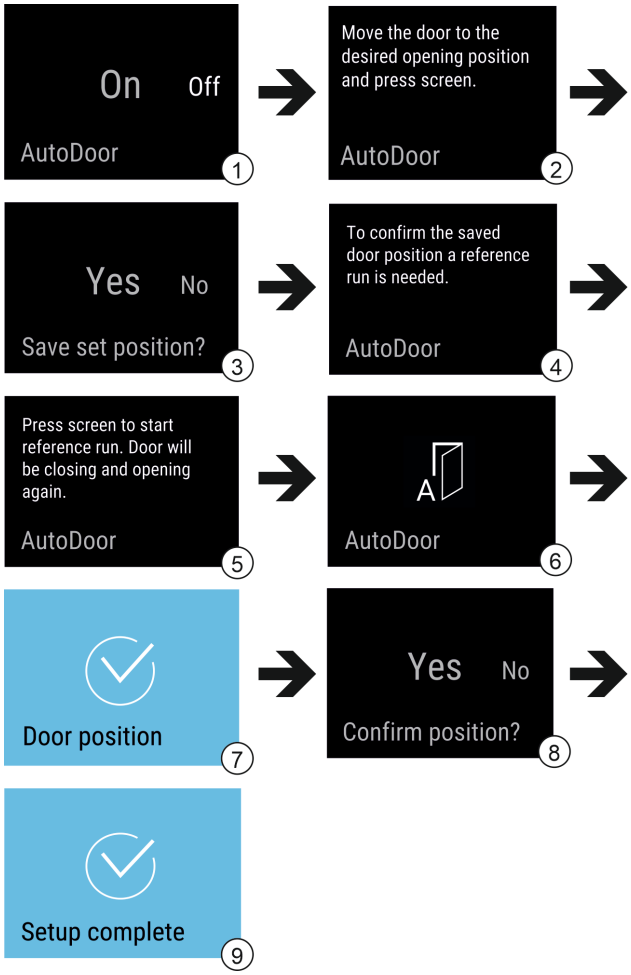

Fig. 13 Примерное представление индикаций на английском языке
▶ Активируйте AutoDoor: смахните индикацию на дисплее на On. *Fig. 13 (1)*
▶ Нажмите и удерживайте индикацию на дисплее в течение 3 секунд. *Fig. 13 (1)*
▶ Сконфигурируйте угол открытия двери: откройте дверь минимум на 70°. *Fig. 13 (2)*
▶ Подтвердите угол открытия двери: коснитесь сообщения на двери. *Fig. 13 (3)*
▶ Запустите возврат в исходное положение: коснитесь дисплея. *Fig. 13 (5)*
▷ Дисплей мигает. *Fig. 13 (6)*
▷ Возврат в исходное положение произведен успешно: Дисплей на 2 секунды становится синим. *Fig. 13 (7)*
▶ Подтвердите угол открытия двери. *Fig. 13 (8)*
▷ Дисплей станет синим. *Fig. 13 (9)*